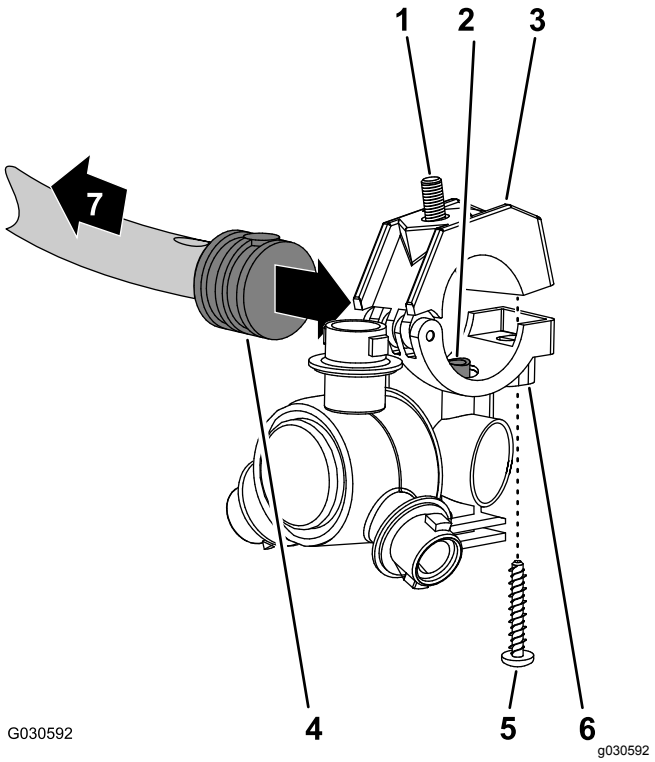

**Figur 108**
1. Juster overførselsrøret i sadlen til en sprøjtedyse (Figur 108), så det passer med hullet i siden af det enkelte modhage-slangeskaft (1/2 tomme).
2. Luk den øverste klemmehalvdel omkring modhageslangeskaftet, og fastgør klemmehalvdelen og sprøjtedyseenheden (Figur 108) med den rustfrie stålskrue (nr. 12 x 1-1/4 tomme). Spænd den rustfrit stålskrue til 14 til 18 N·m.